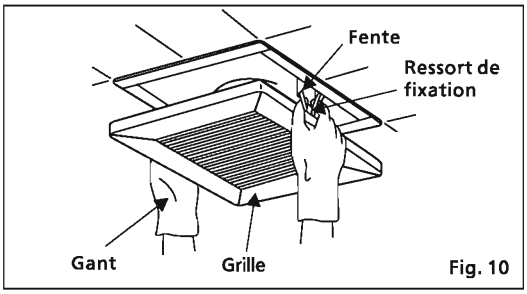

Fig. 10
1. Retirez la grille. (Comprimez le ressort de fixation et tirez vers le bas.) (Voir Fig. 10)